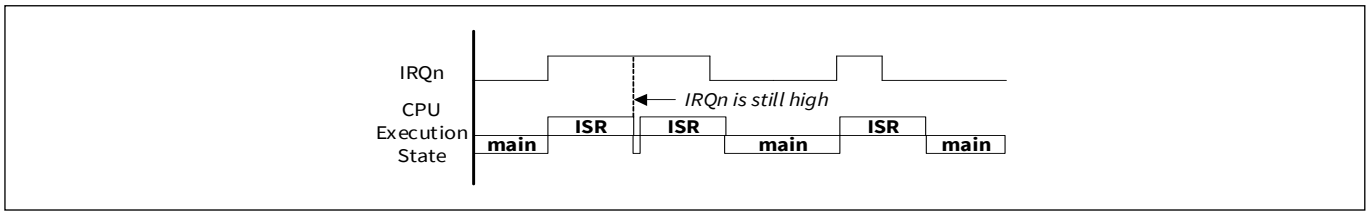
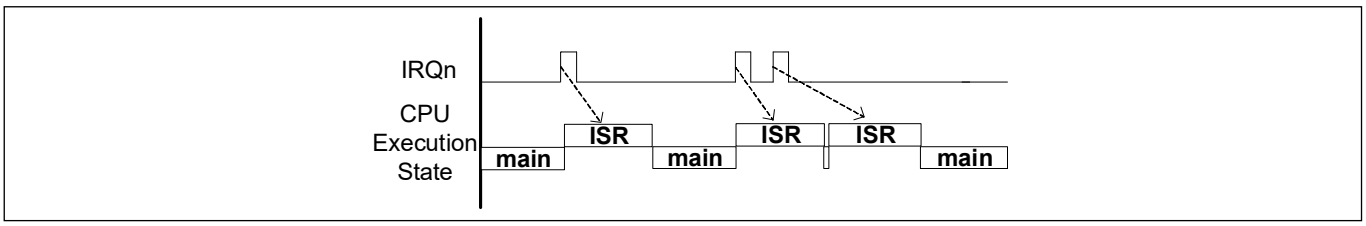

Figure 5-3. Level interrupts
Figure 5-4. Pulse interrupts
Figure 5-3 and **Figure 5-4** show the working of level and pulse interrupts, respectively. Assuming the interrupt signal is initially inactive (logic LOW), the following sequence of events explains the handling of level and pulse interrupts:
3. When the ISR is being executed by the CPU, one or more rising edges of the interrupt signal are logged as a single pending request. The pending interrupt is serviced again after the current ISR execution is complete (see **Figure 5-4** for pulse interrupts)
4. If the interrupt signal is still high after completing the ISR, it will be pending and the ISR is executed again. **Figure 5-3** illustrates this for level triggered interrupts, where the ISR is executed as long as the interrupt signal is HIGH